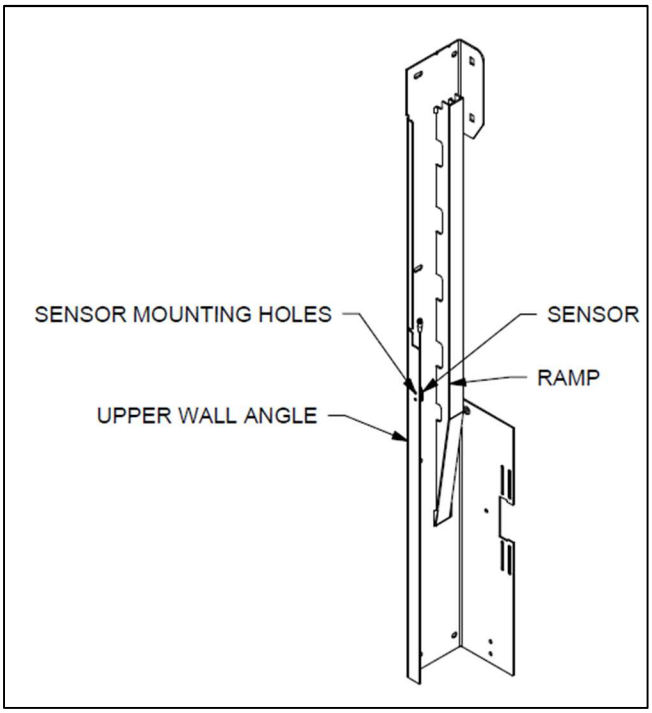

***Figure 3 - RIGHT HAND UPPER WALL ANGLE ASSEMBLY***
10. Locate the right-hand upper wall angle assembly, see **Figure 3**.